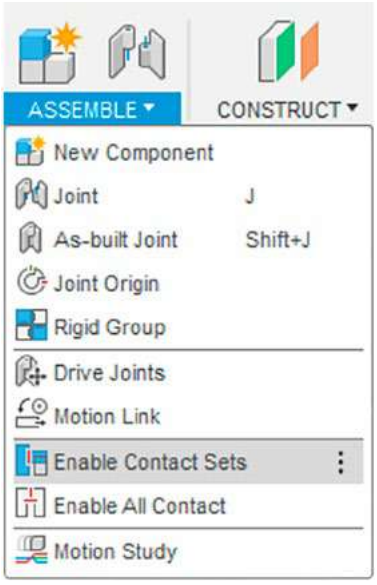

Рис. 18. Установка контактов
11. Крышка перемещается по пазу корпуса, но не чувствует границ корпуса и может проходить сквозь стенки. Ограничьте движение крышки. В меню ASSAMBLE выберите функции ENABLE CONTACT SET (установить набор контактов) (рис. 18).